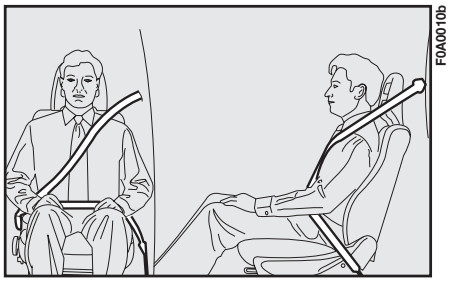

fig. 10
**The webbing must not be twisted. The upper section must pass across the shoulder and chest diagonally. The lower part must fit closely across the passenger's hips, fig. 10, and not the abdomen, to prevent them from sliding forwards. Do not use clips, fasteners etc. to prevent the belt adhering to the passenger's body.**